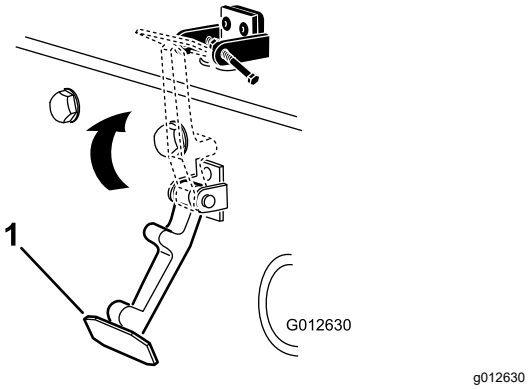

Figuur 6
7. Haak de sluiting op de vergrendelbeugel van de motorkap (Figuur 6).